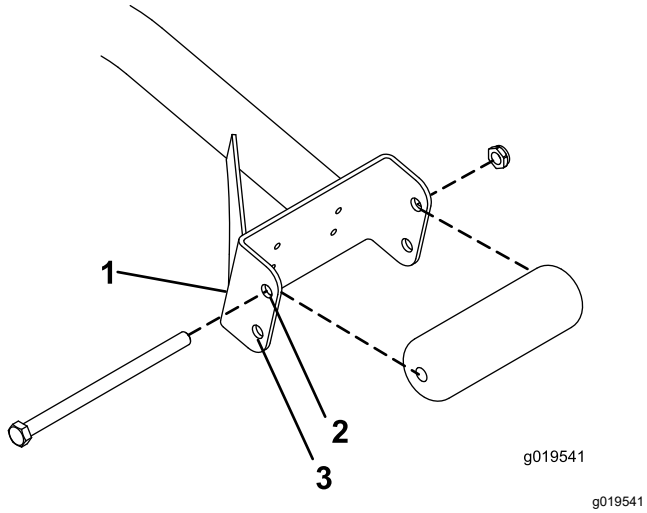

图 3
- 如果使用 69cm 滚刀组请将滚筒安装在支撑组件槽的上安装孔中图 3。
- 如果使用 81cm 滚刀组请将滚筒安装在支撑组件槽的下安装孔中图 3。